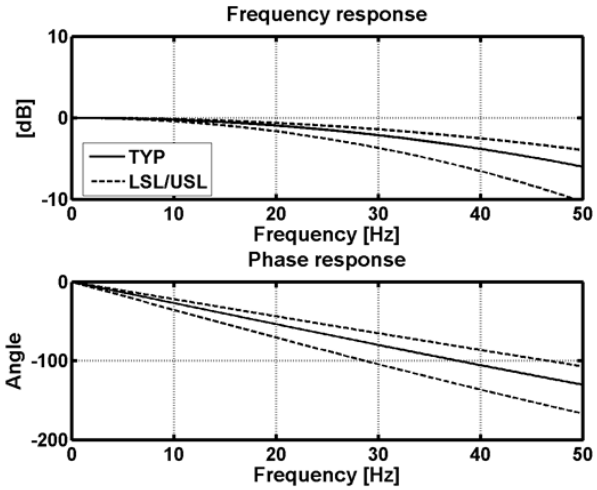
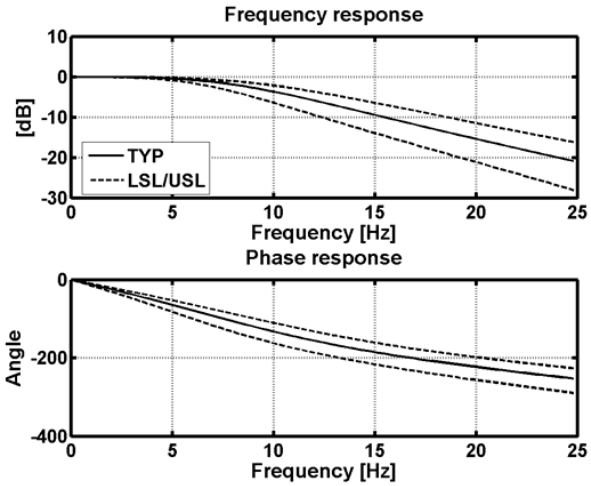

Figure 3 Frequency response of SCA3000-E01 in measurement mode
Figure 4 Frequency response of SCA3000-E01 in narrow band measurement mode
10) Frequency responses according to Figure 3 and Figure 4.